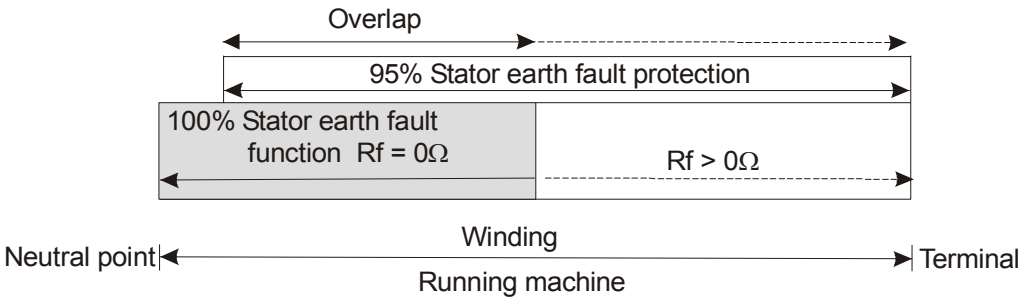

Fig. 1
b) The 95% function (U>) protects 95% of the generator stator winding from the terminals. This results in an overlap (redundancy) of the two protection functions as seen in Fig. 1.